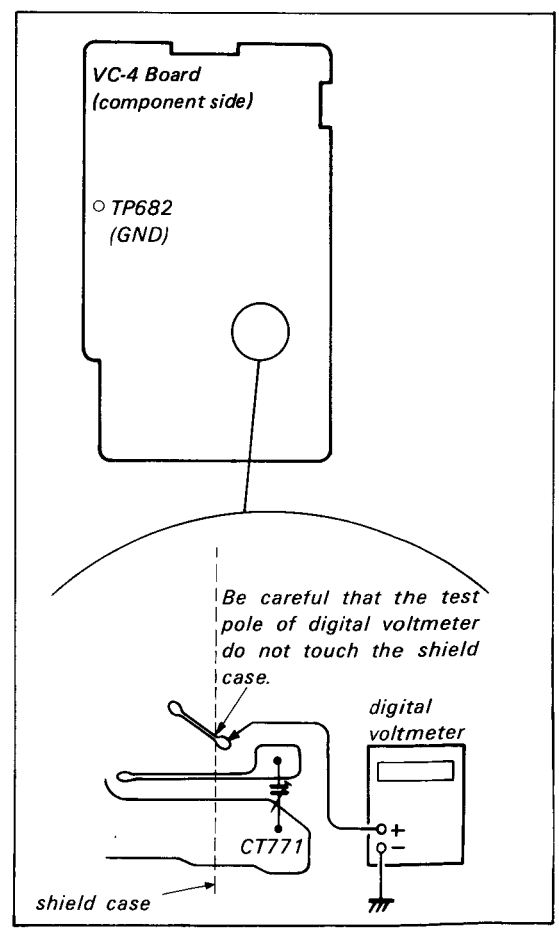

Fig.2
4) Connect the digital voltmeter to R780 and R781 mounted pattern on VC-4 Board. (See Fig. 2)